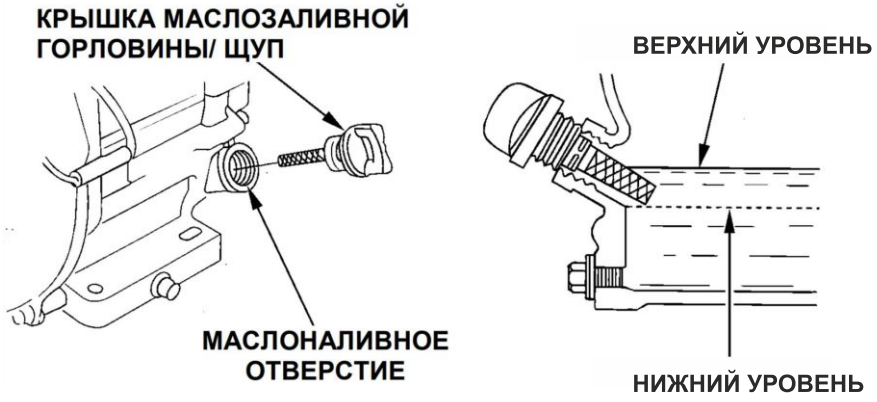

Рис. 1
- Открутите крышку маслозаправочного отверстия и тщательно вытрите встроенный в нее щуп (см. рис. 1).